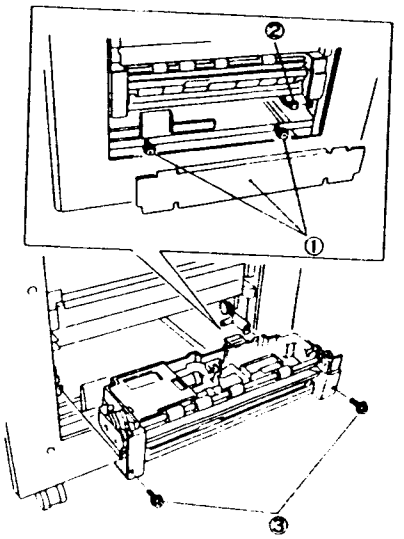

Рис. 1 NZM-0165
4. (Рис. 1): Снимите узел податчика HCF.
①. Ослабьте винты (2) и снимите крышку.
②. Отсоедините P/J618.
③. Отверните винты (2) и снимите узел податчика.